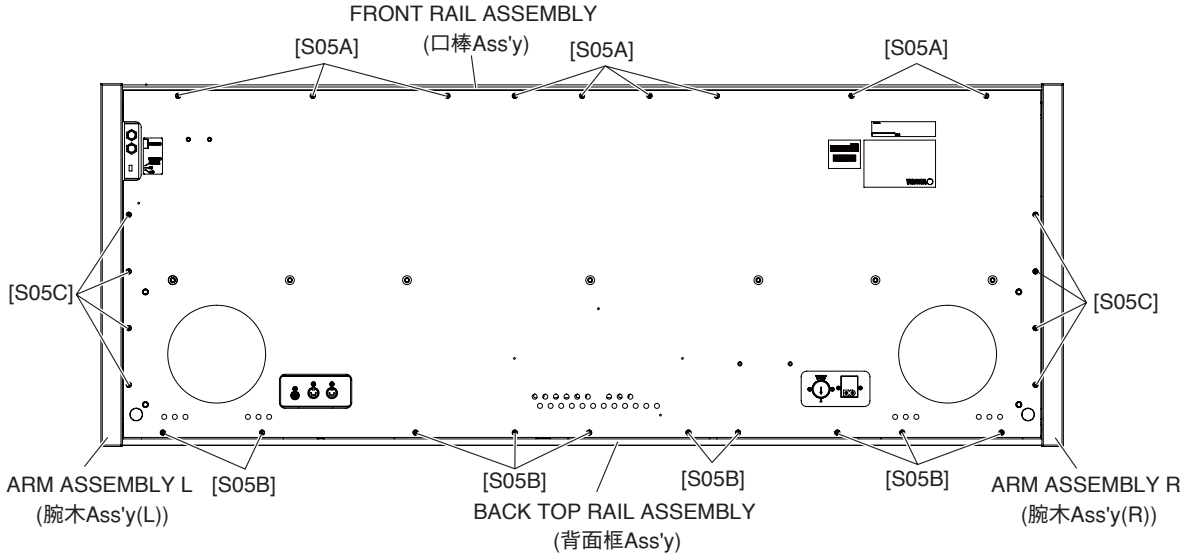

Fig. 9（図 9）
15-7 Remove the nine (9) screws marked [S05A]. The front rail assembly can then be removed. (Fig. 9)
15-7 [S05A] のネジ 9 本を外して、口棒 Ass'y を外します。(図 9)
16-4 Remove the ten (10) screws marked [S05B]. The back top rail assembly can then be removed. (Fig. 9)
16-4 [S05B] のネジ 10 本を外して、背面框 Ass'y を外します。(図 9)
17-9 Remove the four (4) screws marked [S05C]. The arm assembly L can then be removed. (Fig. 9)
17-9 [S05C] のネジ 4 本を外して、腕木 Ass'y（L）を外します。(図 9)